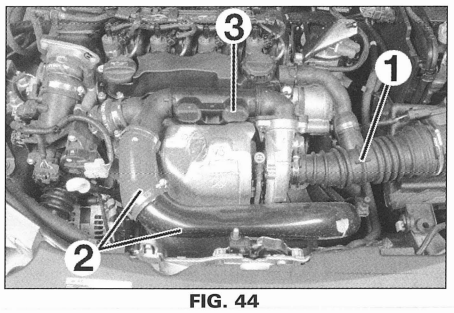

FIG. 44
- los conductos de aire (1) y (2) **(fig. 44).**